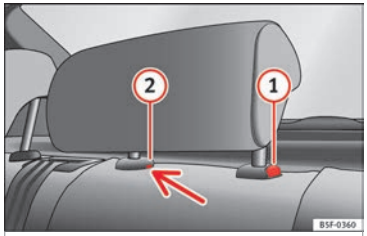

Fig. 141 Rear centre head restraint: release point.
– To set the head restraint lower down, press the ① ››› Fig. 141 button and move it downwards.
– Press button ① ››› Fig. 141, while simultaneously pressing on the security hole ② ››› Fig. 141 with a flat screwdriver a maximum of 5 mm wide, and remove the head restraint.